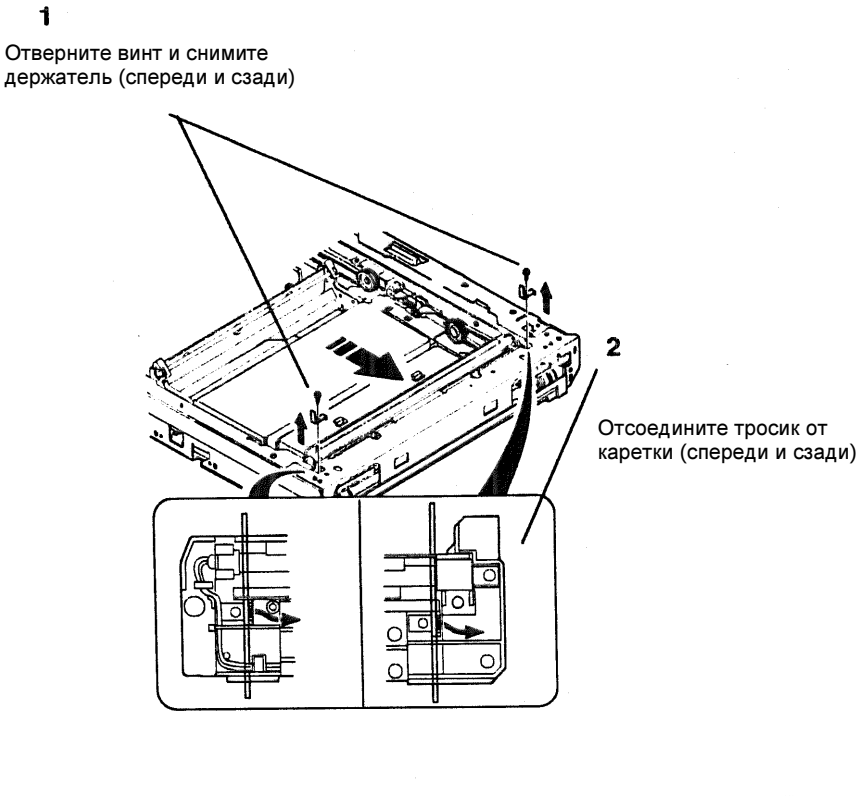

Рисунок 1. Подготовка к снятию каретки лампы экспонирования
2. (Рисунок 1): Подготовьтесь к снятию каретки лампы экспонирования.